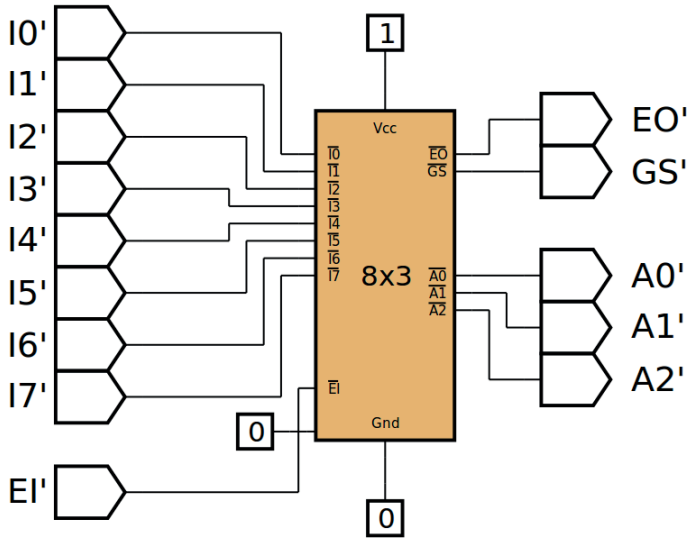

Figura 7.22 – Diagrama esquemático.
4. Utilize um programa de simulação em computador (SmartSim, Atanua, Qucs) faça a simulação do circuito da figura 7.22. Compare os resultados com a tabela 7.6.